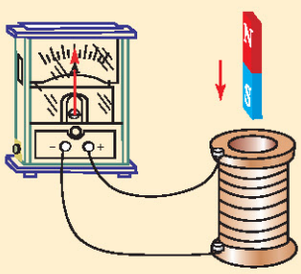

图 1-4-10
2. 如图 1-4-10 所示，将条形磁铁插入螺线管中，回路中产生了感应电流，使电流表指针偏转. 这时螺线管中的电流产生磁场，试判断电流表指针的偏转方向.